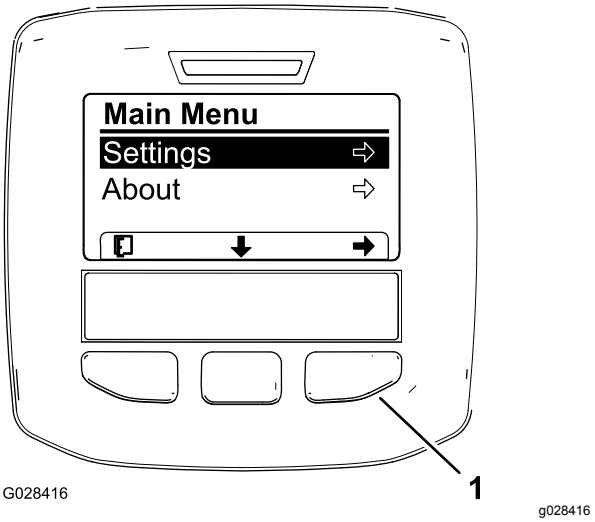
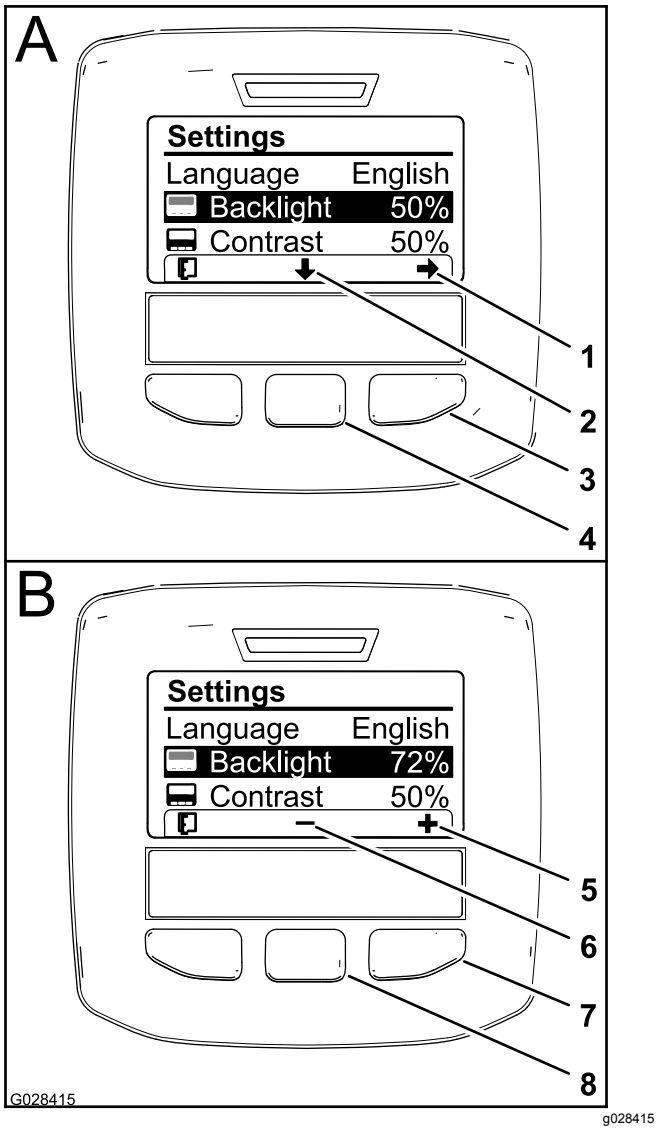

Rysunek 20
Rysunek 22
3. Naciśnij środkowy przycisk wyboru, aby przejść do menu głównego (Rysunek 20).
5. Naciśnij lewy przycisk wyboru, aby zapisać wybraną opcję (opcje), wyjść z menu ustawień i powrócić do menu głównego (Rysunek 20).
2. Aby wyregulować poziom jasności wyświetlacza, naciśnij środkowy przycisk wyboru (przycisk poniżej ikony strzałki w dół na wyświetlaczu), aż wybrana zostanie opcja Backlight (Jasność podświetlenia) (Rysunek 22).
3. Naciśnij prawy przycisk wyboru, aby wyświetlić ekran ustawiania wartości (Rysunek 22).
4. Używając środkowego i prawego przycisku wyboru, dostosuj poziom jasności wyświetlacza (Rysunek 22).
wybrany poziom, wyjść z menu jasności i powrócić do ekranu ustawień (Rysunek 22).
6. Aby wyregulować poziom kontrastu wyświetlacza, naciśnij środkowy przycisk wyboru (przycisk poniżej ikony strzałki w dół na wyświetlaczu), aż wybrana zostanie opcja Contrast (Kontrast) (Rysunek 22).
7. Naciśnij prawy przycisk wyboru, aby wyświetlić ekran ustawiania wartości (Rysunek 22).
8. Naciśnij lewy przycisk wyboru (przycisk poniżej ikony listy na wyświetlaczu), aby zapisać wybrany poziom, wyjść z menu kontrastu i powrócić do ekranu ustawień (Rysunek 22).
9. Naciśnij lewy przycisk wyboru, aby wyjść z menu ustawień i powrócić do menu głównego (Rysunek 20 oraz Rysunek 22).
10. Naciśnij lewy przycisk wyboru, aby powrócić do ekranu głównego (Rysunek 22).